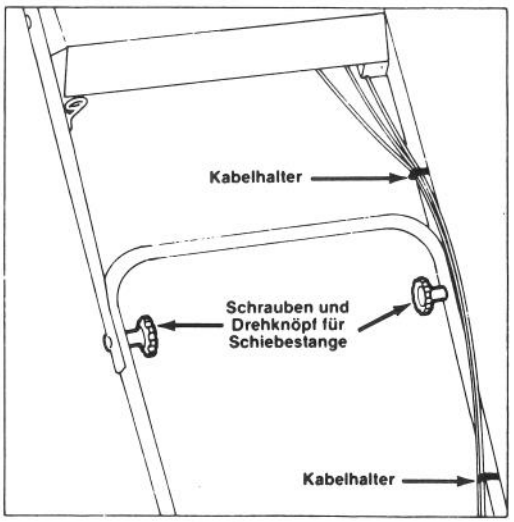

Abbildung 2
2. OBERE SCHIEBESTANGEN (Abb. 2) — Obere und untere Schiebestangen mit den Schrauben und Drehknöpfen befestigen. Kontrollkabel müssen vor der unteren Querstange laufen. Kontrollkabel mit Kabelhaltern befestigen.